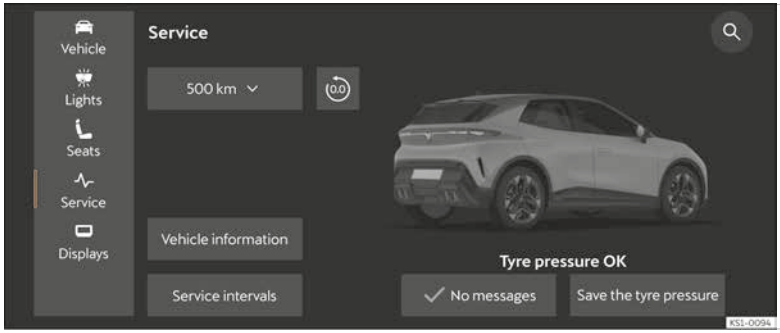

Fig. 13 Schematic representation: Vehicle settings.
- **Service:** shows fault and incident messages, tyre pressure memorisation, or information on the next inspection service ››› Fig. 13.